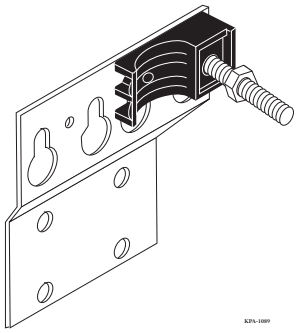

Figure 7 — 12A2 Clamp
Step 4: Place the nut onto the bolt and tighten using the 5/32-inch wrench (Figure 7).